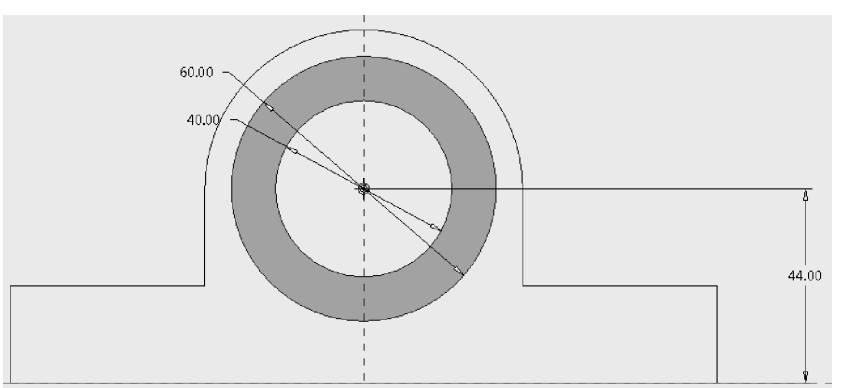

图 3-23　轴孔基体的截面图形
(1) 在功能区的【模型】选项卡的【形状】组中单击【拉伸】按钮，打开【拉伸】操控面板。
(2) 在【拉伸】操控面板中使用默认的【拉伸为实体】按钮，用于生成实体特征。
(3) 在【拉伸】操控面板的【放置】选项卡中单击【定义】按钮，弹出【草绘】对话框。由于轴孔基体的草绘平面、参考平面与基座相同，故只需在【草绘】对话框中单击 使用先前的 按钮，此时系统自动按照先前的设置，选择 FRONT 基准平面作为草绘平面、RIGHT 基准平面作为草绘视图的右参考面，单击【草绘】对话框中的【草绘】按钮，进入草绘状态。
(4) 绘制如图 3-23 所示的图形，作为拉伸特征的截面图形。